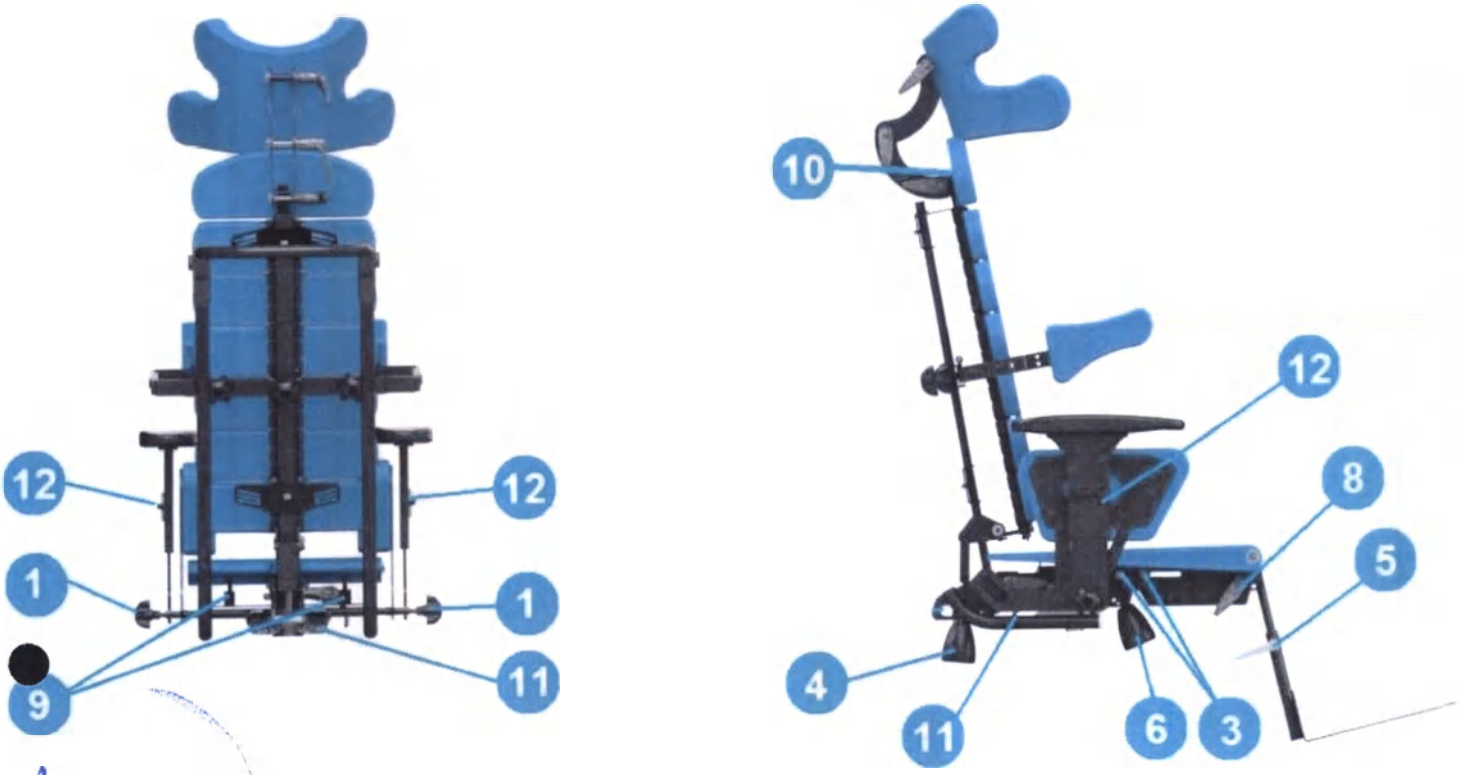

Рис. 9
7.1 Регулировка по ширине *Рис.9.*
7.2 Регулировка по глубине *Рис.9.*
7.3 Регулировка единой платформы для стоп Sin *Рис.9.*
7.4 Регулировка угла наклона сиденья *Рис.9.*
7.5 Регулировка угла наклона спинки *Рис.9.*
7.6 Регулировка угла подножки *Рис.9.*
7.7 Регулировка высоты упоров для бедер *Рис.9.*
7.8 Регулировка спинки *Рис. 9.*